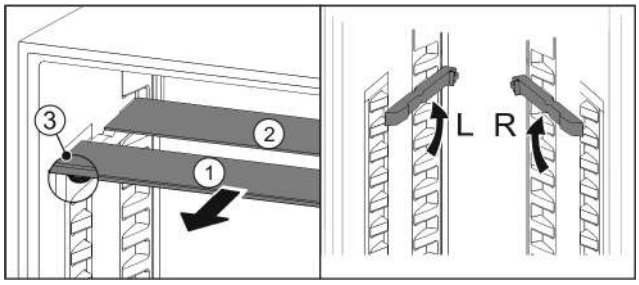

Fig. 108
▶ Retire las planchas de cristal individualmente hacia delante *Fig. 108 (1)*.
▷ La placa de vidrio *Fig. 108 (1)* con moldura está situada delante.
▷ Los topes *Fig. 108 (3)* miran hacia abajo.